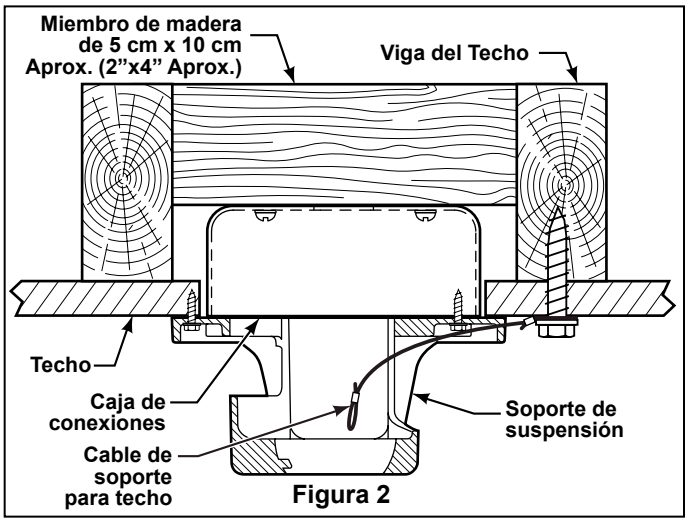

Figura 2
1. Con el tornillo de cabeza cuadrada de 8 cm x 5 cm (3⁄8″x 2″) y la arandela plana, fije el cable de seguridad a la viga de techo o al miembro de madera estructural. El tornillo de cabeza cuadrada debe pasar a través de la arandela plana y el aro del cable de seguridad hacia adentro de la estructura armada (Figura 2). Primero taladre un orificio guía de 0,6 cm (¼″) en la estructura armada para prevenir roturas o rajaduras.
NOTA: *El cable de soporte para techo debe asegurarse entre la arandela plana y el miembro del techo (Figura 2).*